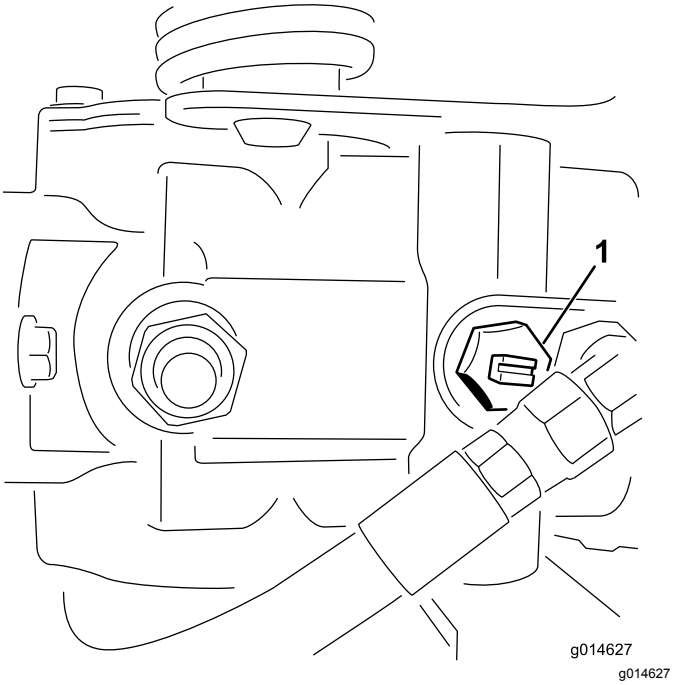

Figur 23
1. Lokalisera överströmningsventilen på pumpen och vrid den så att skåran står lodrätt (Figur 23).
2. Stäng överströmningsventilen genom att vrida den så att skåran är vågrät (Figur 23) innan du startar motorn. Starta inte motorn när ventilen är öppen.